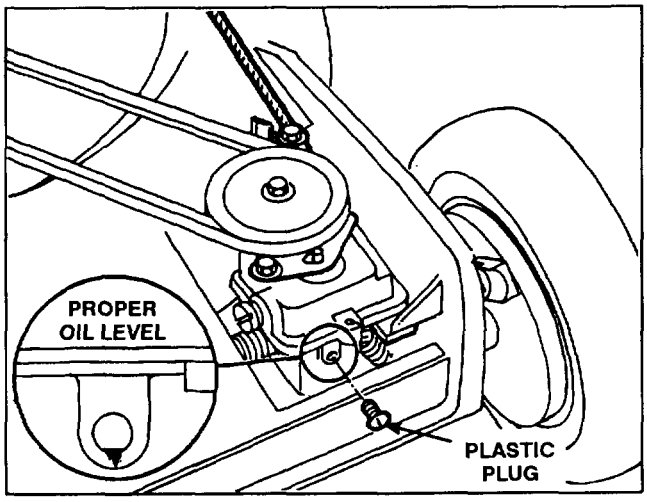

Figure 22
3. CHECKING GEAR OIL LEVEL (Fig. 22)—Position mower on level surface and clean around plastic plug. Remove plastic plug and watch for oil to ooze out of hole. If gear oil oozes out, quickly install plastic plug because oil is at proper level. If oil does not flow, add gear oil: see step 4.